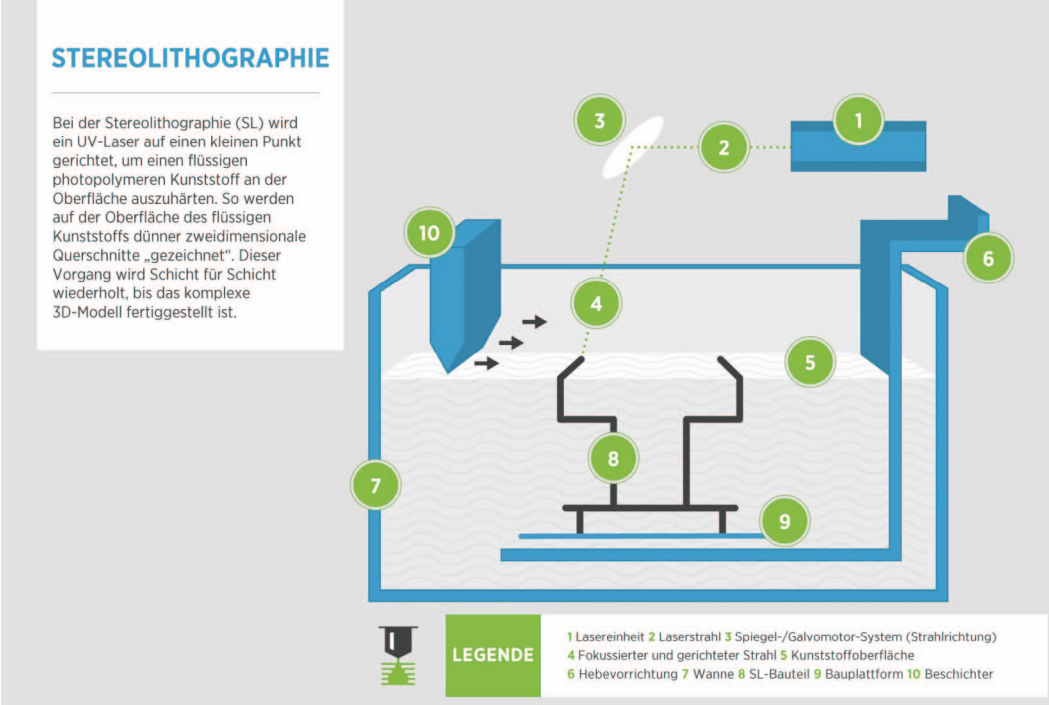

Bild 1: Stereolithographie
- **Stereolithographie:** Hierbei wird flüssiger Duroplast-Kunststoff mit einem ultravioletten Laser punktgenau belichtet (Bild 1)